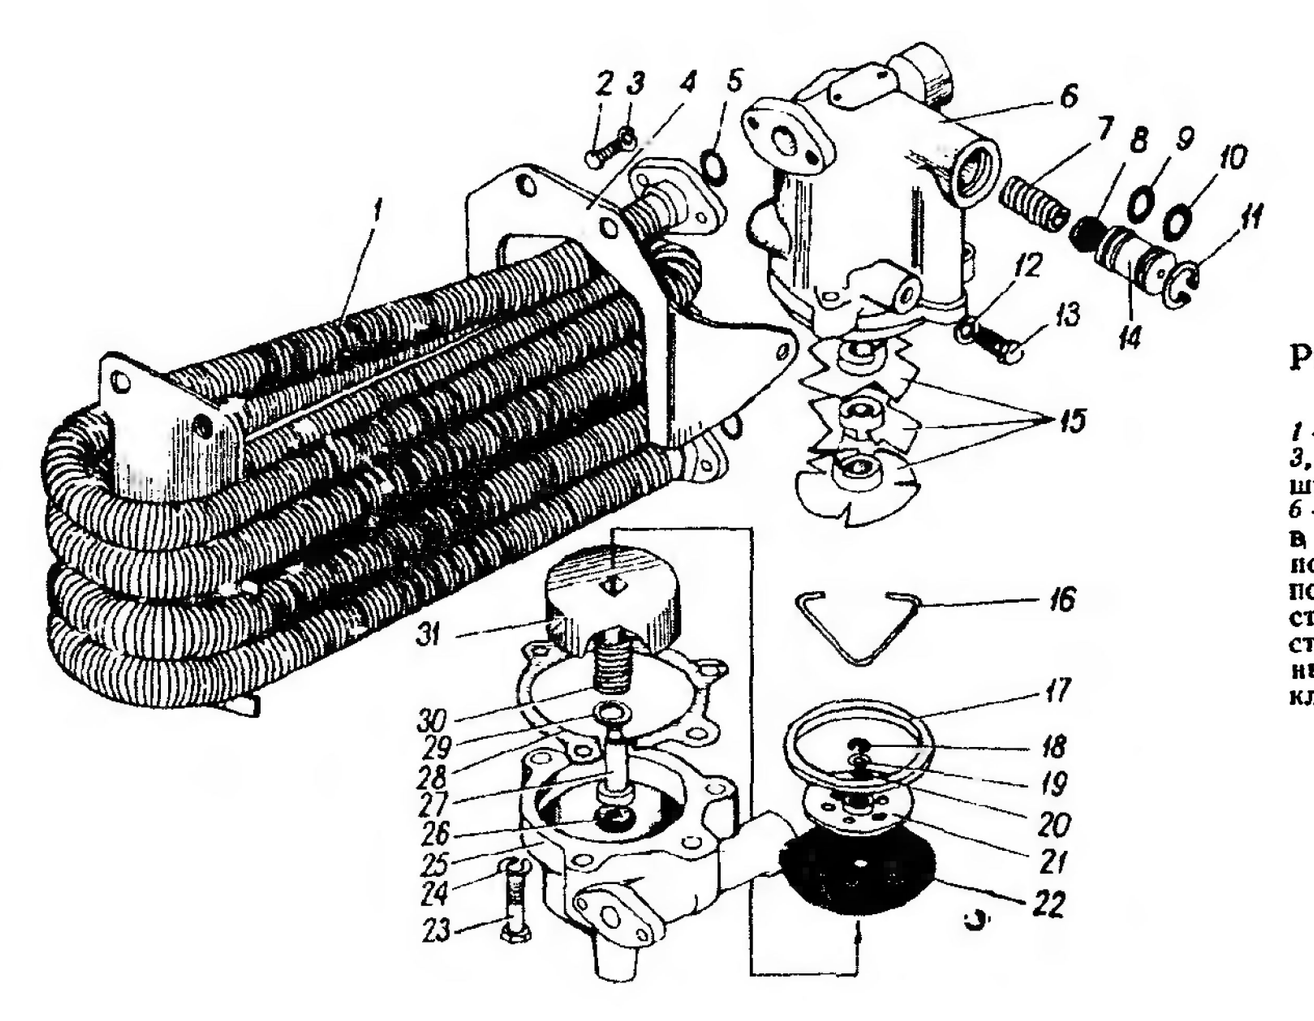

Рис. 336. Водоотделитель пневмотормозов:
1. Выверните болты *13* (рис. 336) и отсоедините кронштейн *4* от водоотделителя	Ключ 13 мм